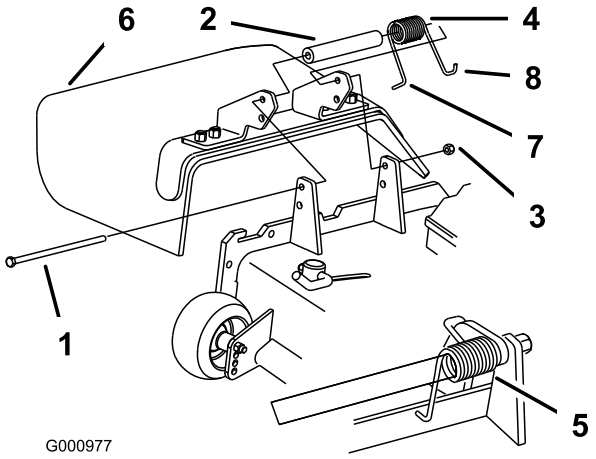

Figur 80
1. Fjern låsemøtrikken, bolten, fjederen og afstandsklodsen, som fastholder græsdeflektoren til akselbeslagene (Figur 80). Fjern den beskadigede eller slidte græsdeflektor.
Bemærk: Sørg for, at fjederens L-formede ende monteres bag skjoldets kant, før bolten monteres som vist i Figur 80.
3. Monter bolten og møtrikken. Placer fjederens **J**-formede ende omkring græsdeflektoren (Figur 80).